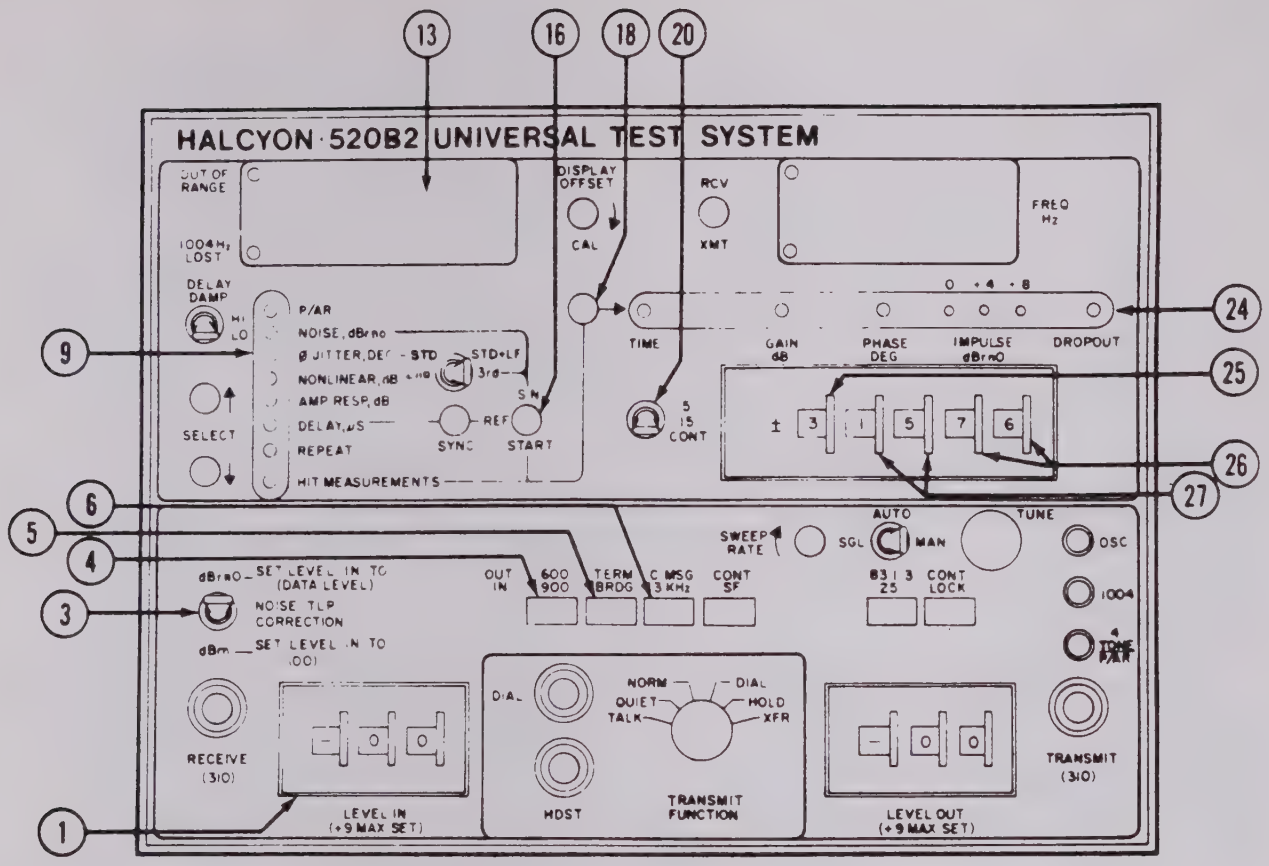

Figure 3-4. HIT MEASUREMENTS, LEVEL IN, NOISE/TLP CORRECTION, 600/900, TERM/BRDG, and C-MSG/3 KHz Control Groups
(8) HIT MEASUREMENTS. (See figure 3-4.) In this mode, the 1004-Hz holding tone is activated as the transmitter output and the receiver monitors the incoming signal to measure transient variations in gain, phase, impulse noise, and signal dropouts. Individual registers are incremented to count transients of these parameters which exceed respective preset thresholds. Seven four-decade count registers are provided, one to count elapsed test time in minutes and the others for specified hit functions, including three specified impulse noise thresholds.
(1) LEVEL IN (1, figure 3-4). The LEVEL IN thumbwheel switch constitutes a step attenuator which controls the signal level presented to the receiver for all measurements. This attenuator has an overall adjustment range of 48 dB with values indicated in 1-dB increments from +9 to -39. For level measurements in the AMP RESP mode, a dynamic measurement range of +9.9 dB to -50 dB is provided relative to the setting of the LEVEL IN attenuator, with the dynamic measurement value displayed on the primary display (13) to a resolution of 0.1 dB. The instrument is calibrated so that the indicated values on the LEVEL IN attenuator correspond to a measurement reference range of +9 dBm to -39 dBm.
(2) NOISE/TLP CORRECTION (3, figure 3-4). This switch is operative during NOISE and IMPULSE NOISE measurements only, and serves to reference the test results to the TLP value when a relative dBrn0 measurement is desired. In normal practice, the LEVEL IN attenuator (1) is set to the expected measurement level (-13 dBm0 data level) at the point of measurement instead of the TLP value. The NOISE/TLP CORRECTION switch, when in the dBrn0 position, provides measurement compensation for the difference between the TLP value and the data level, typically 13 dB. The specific compensation value is a function of the setting of the internal PC mounted thumbwheel switch, as noted on the label located directly above the NOISE/TLP CORRECTION switch. When in the dBrn position, the NOISE/TLP CORRECTION switch has no effect; noise and impulse noise readings are referenced directly to the equivalent dBm value of the LEVEL IN attenuator setting.
(3) 600/900 (4, figure 3-4). This switch controls both the source impedance of the transmitter output and the calibration impedance of the receiver measurement circuitry. It is used also in conjunction with the TERM/BRDG switch (5) to provide either a 600-ohm or 900-ohm input impedance for terminated measurements.
(4) TERM/BRDG (5, figure 3-4). This switch controls the impedance of the receiver input. In the TERM position, the input impedance is 600 ohms or 900 ohms depending upon the position of 600/900 switch (4). When in the BRDG position, the input impedance is increased to approximately 25,000 ohms to facilitate bridging-type measurements on circuits already terminated.
(5) C-MSG/3 KHz (6, figure 3-4). This switch provides a selection of either C-message or 3-kHz flat weighting for both noise and impulse noise measurements. Both weighting networks are operated with the 1010-Hz notch filter (995 Hz to 1025 Hz) in tandem, except when the S/N-REF-START pushbutton (16) is depressed to disable the notch.